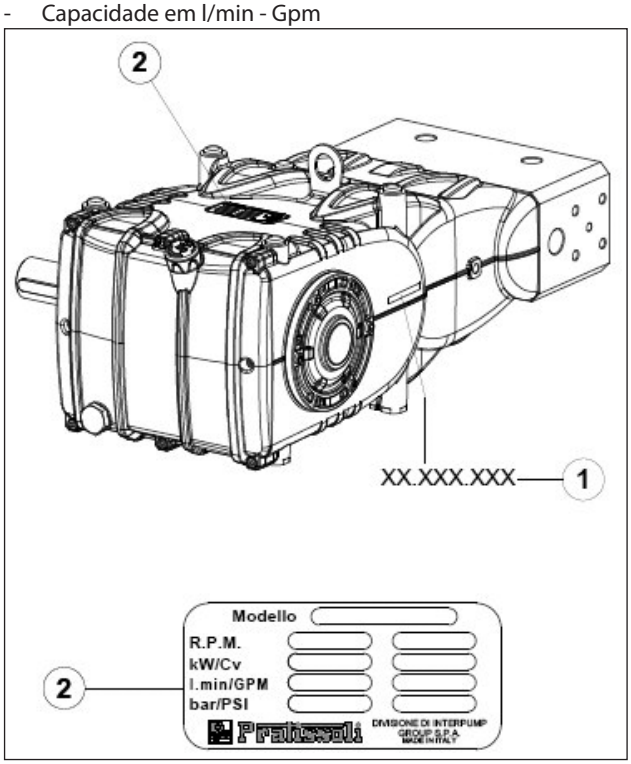

Fig. 1
Cada bomba da Fig. 1 tem: o próprio número de matrícula XX.XXX.XXX, ver pos. ① e uma etiqueta de identificação, ver pos. ② que relaciona: